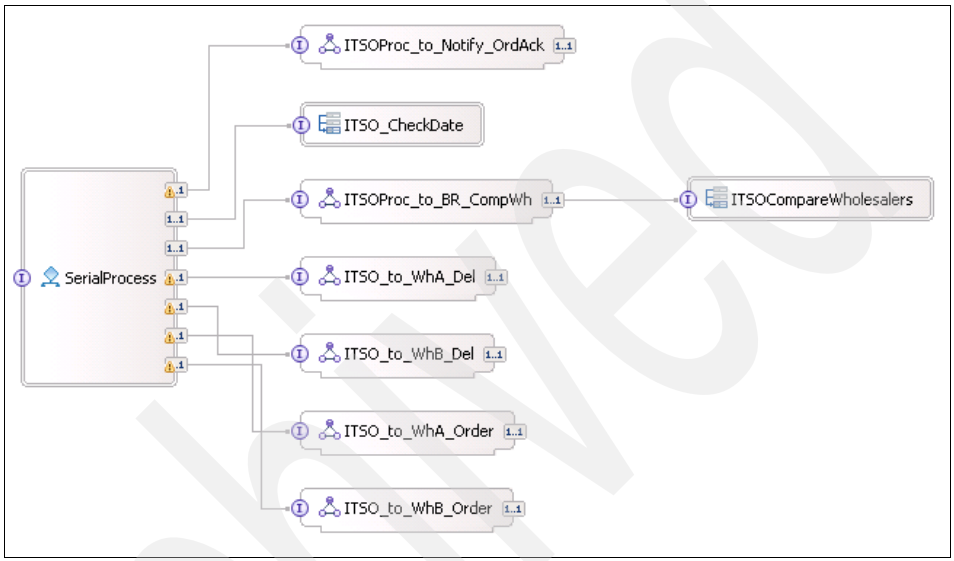

Figure 10-90 Assembly diagram with interface maps
1. In the ITSOElectronics module, build the interface map ITSOProc_to_Notify_OrdAck for the OrderAck interface as shown in Figure 10-90.
e. Click **OK**. The assembly diagram should be connected as shown in Figure 10-90.